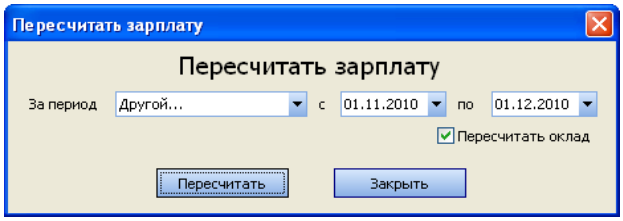

Рисунок 157 Окно Пересчитать зарплату
2. Нажмите кнопку **Действия → Пересчитать зарплату**. В открывшемся окне (см. Рисунок 157) укажите период для пересчета и установите галочку в поле **Пересчитать оклад**. Нажмите кнопку **Пересчитать**.